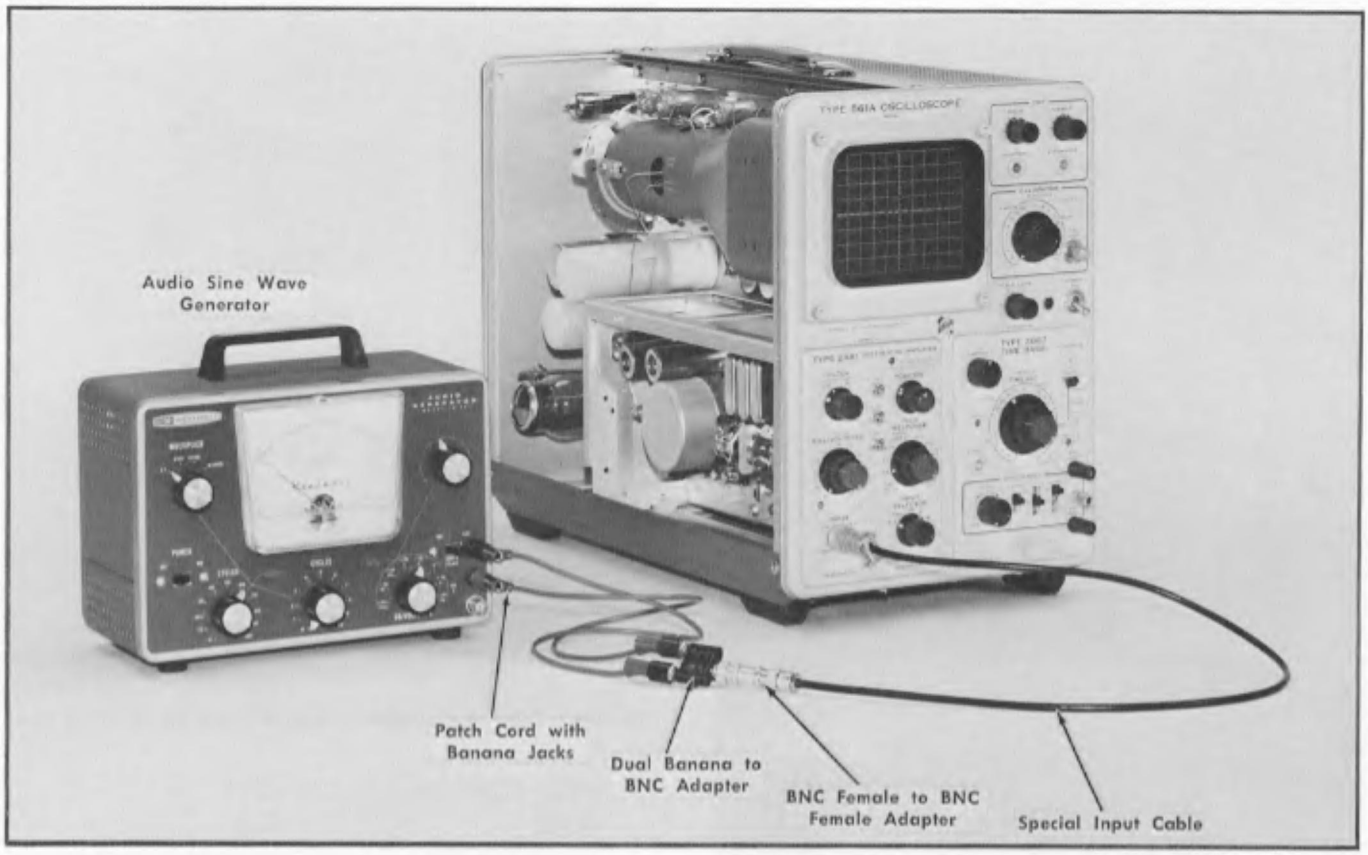

Fig. 6-31. Initial test equipment setup for step 21.
a. Test equipment setup is shown in Fig. 6-31.